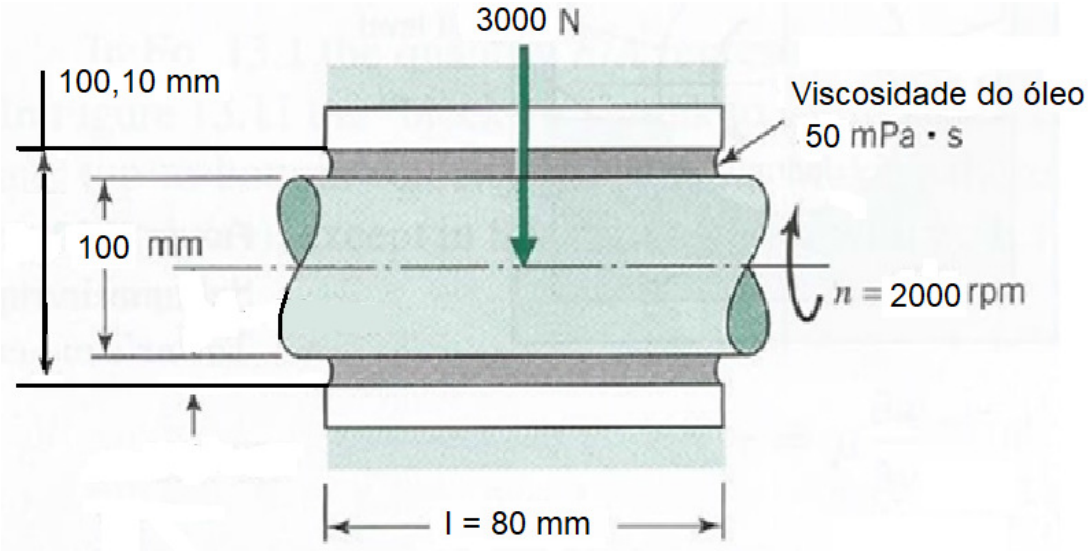

Figura 5 – Mancal de Deslizamento Hidrodinâmico
7. (1,0 PONTO) O mancal mostrado no esquema da Figura 5 pode ser considerado de deslizamento hidrodinâmico. Considerando as hipóteses de Petroff qual a potência, em kW, dissipada por atrito no mancal, quando o eixo gira a 2.000 rpm (rotações por minuto)? (considerar π =3, 1 kgf= 10 N e atenção com as unidades)